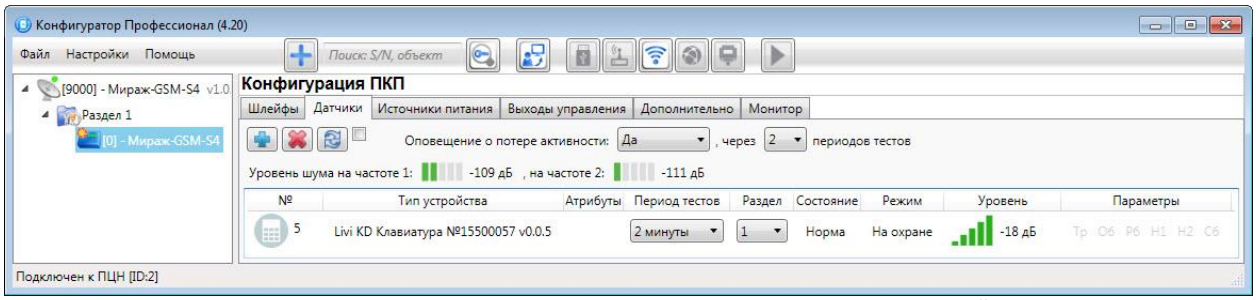

Рисунок 4.31 — Вкладка *Датчики* (основные параметры работы радиоустройств)
В верхней части вкладки *Датчики* (Рисунок 4.31) задаются основные параметры работы радиоустройств Livi.
1. На вкладке *Датчики* нажмите кнопку (см. рисунок 4.31).